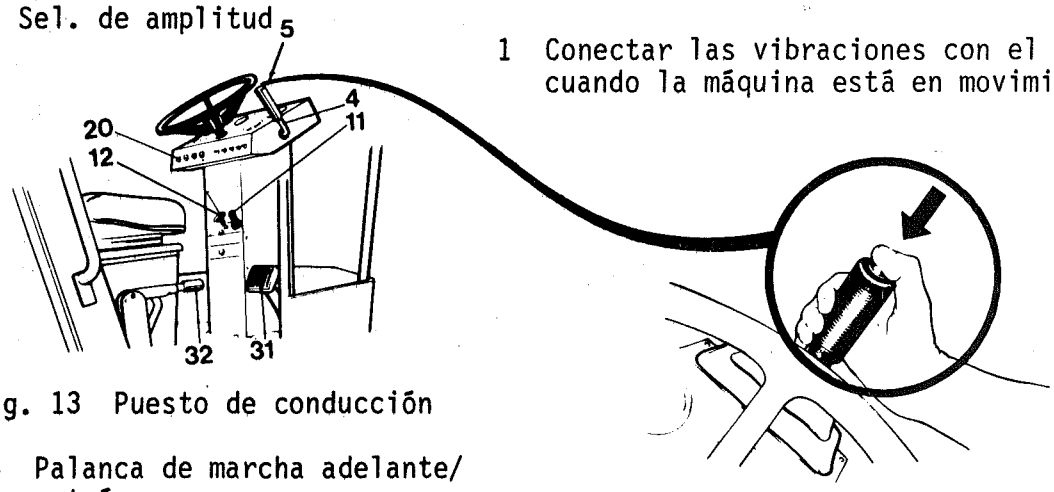

Fig. 13 Puesto de conducción
(Ver fig. 13.) El frenado se hace normalmente con la palanca de marcha adelante/atrás (4). La transmisión hidrostática detiene la máquina cuando el mando se pone en punto muerto.
(Ver fig. 13.) Para frenar rápidamente (en situaciones de emergencia) la máquina tiene un freno de pie (31) que acciona los tambores de freno de las ruedas posteriores.
(Ver fig. 13.)